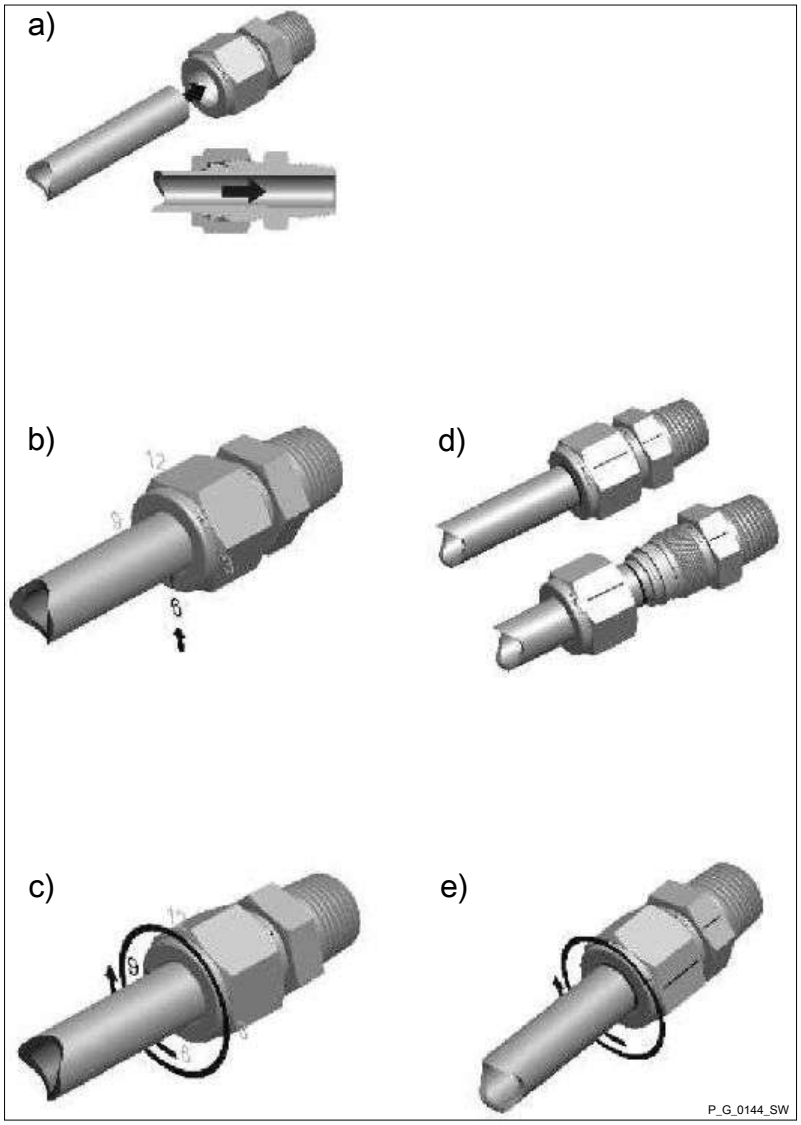

Fig. 9
2. Insert the pipe into the valve as far as the stop - a threaded connector is shown in the following drawings instead of the valve - see Fig. 9 a).
4. Mark the union nut at the 6 o/clock position - see Fig. 9 b).
5. Use an open-ended spanner to counter hold the valve housing and use another open-ended spanner to tighten the union nut 1 1/4 revolutions to the 3 o’clock position - see Fig. 9 c).
1. Prior to disassembly: Draw a line over two adjacent width flats of the union nut and valve - see Fig. 9 d).
2. When re-fitting: Insert the pipe with the clamp rings into the valve body until the front clamp ring is sitting in the valve - see Fig. 9 d).
3. Use an open-ended spanner to counter hold the valve housing and use another open-ended spanner to tighten the union nut to its final position, indicated by the two lines on the pipe and valve (the resistance will increase noticeably at this point - see Fig. 9 e)